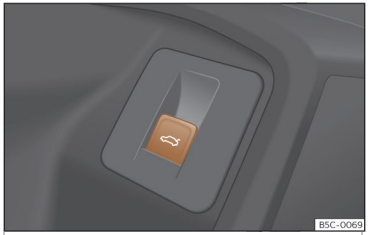

Abb. 84 An der Fahrertür: Taste zum Öffnen und Schließen der Heckklappe.
• **ODER:** Taste in der Fahrertür nach oben ziehen››› **Abb. 84** . Die Taste funktioniert auch bei ausgeschalteter Zündung.
• **ODER:** Taste in der Fahrertür nach oben ziehen››› **Abb. 84** .